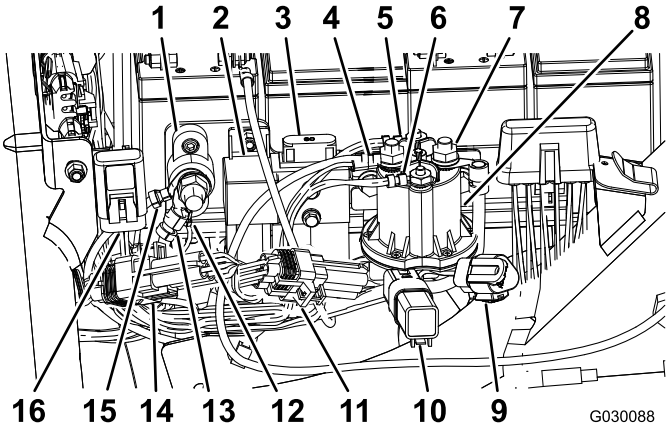

Figura 8
11. Retire e deite fora a tampa do fusível de 10 A/48 volts (um fio vermelho e um fio amarelo); consulte a Figura 8.